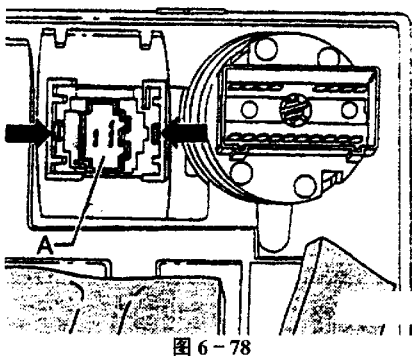

图 6－78
(1) 拆卸
①拆卸驾驶员侧面的仪表板饰盖，拔出连接插头。
②如图 6－78 所示。在照明范围调节器上压紧侧面的固定凸缘，使止动销脱开。